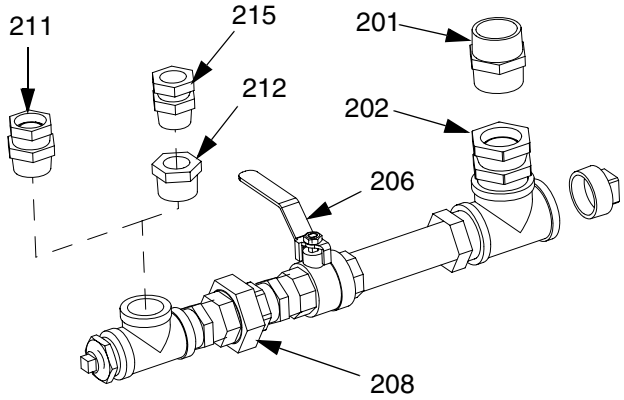

FIG. 29: Montaje de escape de fluido
3. Desconecte el accesorio de conexión giratorio (202). Vea FIG. 29.
4. Si hay una bomba de transferencia (H) o un agitador (J) montado en la tolva:
5. Quite los pernos (107) y arandelas (110) de debajo de la abrazadera de montaje (101).